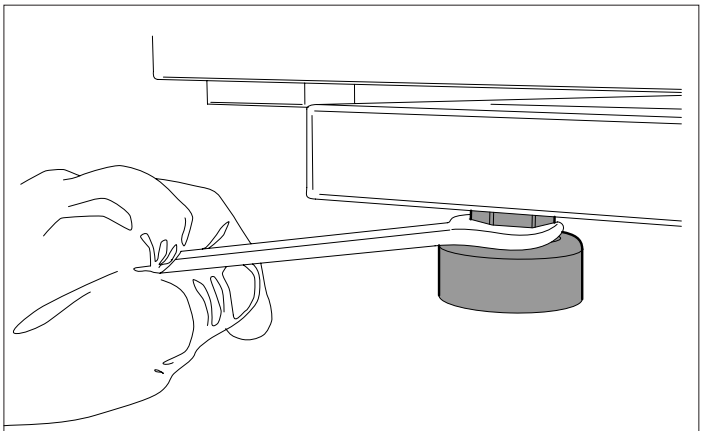

FIG.4.5
- Extraer la protección de madera "parachoques" que se encuentra entre las patas y el expendedor, y volver a atornillar las patas sin las protecciones de plástico *(Fig.4.5)* (N.B. el parachoques de madera sólo aparece en las máquinas destinadas a la exportación).